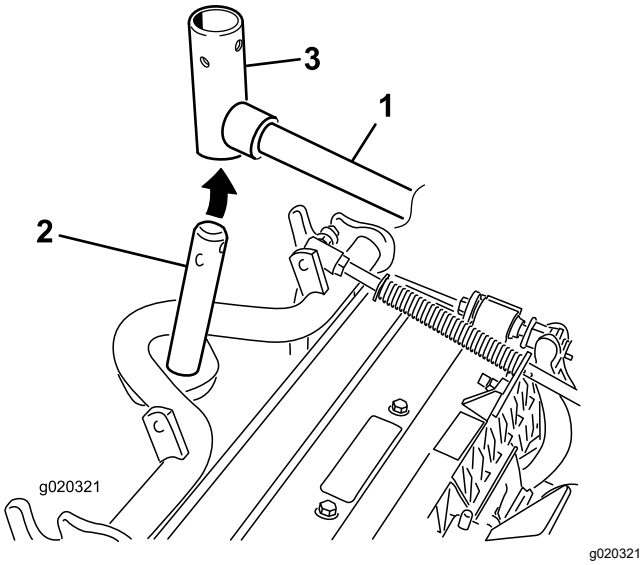

**Figur 7**
8. For de fremre klippeenhetene skyv en klippeenhet under løftearmen mens du fører bærerammen inn i løftearmens dreiegaffel (Figur 7).
B. Før inn løftearmens dreiegaffel i bærerammeakselen (Figur 7).